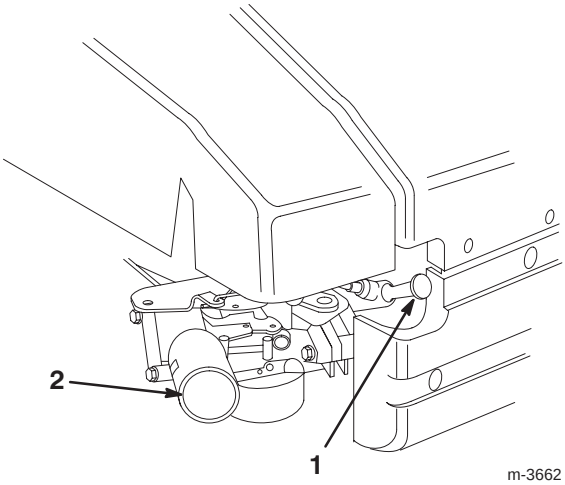

Abbildung 11
1. Das Kabel wieder an der Zündkerze anschließen (Abb. 11).
2. Die Kaltstarthilfe dreimal drücken und nach jeder Betätigung zwei Sekunden warten (Abb. 11).